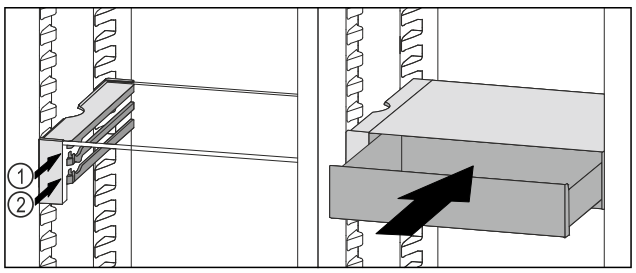

Fig. 97
▶ Așezați sertarul VarioSafe în spatele opritoarelor pe nervura dorită *Fig. 97 (1)* sau *Fig. 97 (2)*.